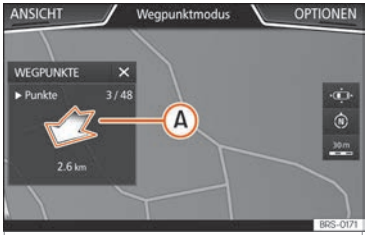

Abb. 213 Routenführung Offroad-Modus
- **Die tendenzielle Fahrtrichtung wird durch Richtungspfeile auf gerader Linie im Pop-up-Fenster des Infotainment-Systems angezeigt ››› Abb. 213 Ⓐ.**